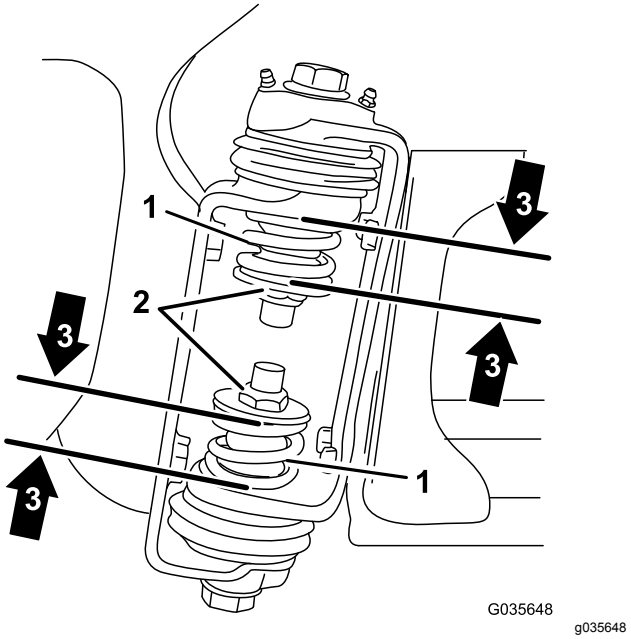

Figur 49
3. Mät trycket hos de övre och nedre fjädrarna på sektionsgångjärnen med sektionerna i utfällt läge (Figur 49).